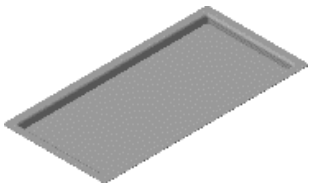

Рис. 1.52
6. Нажмите кнопку Открытая штамповка на панели Элементы листового тела. В параметрах выберите подраздел Закрытая штамповка . В параметрах задайте свойства: Задание высоты: Полная, Высота: **15** мм; Толщина стенок: Внутрь; Неподвижная грань: Наружу; Угол наклона: **0**; Скругление основания: Есть; Скругление дна: Есть; Радиус рёбер: **4**; Создайте объект (рис. 1.52).